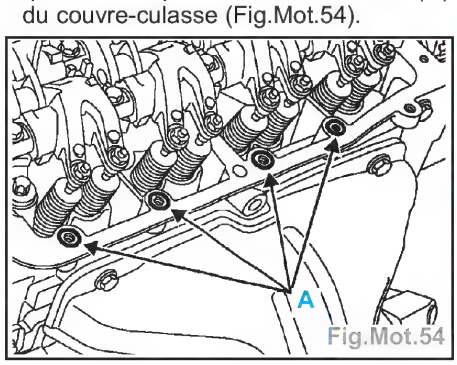

Fig.Mot.54
- Appliquer du **RHODORSEAL 5661** sur les paliers 1 et 5 de l'arbre à cames ainsi que sur les quatre trous de fixation (A) du couvre-culasse (Fig.Mot.54).